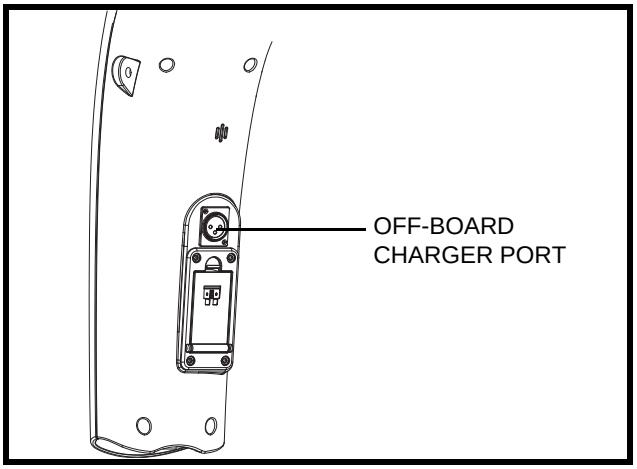

Figure 6. Off-board Charger Port (Tiller Mounted)
The off-board charger power cord plugs into this port during battery charging. The off-board charger port will be located on the tiller. **See figure 6**.
4. Plug the 3-pin charger power cord into the off-board charger port. **See figures 6 and 12**.